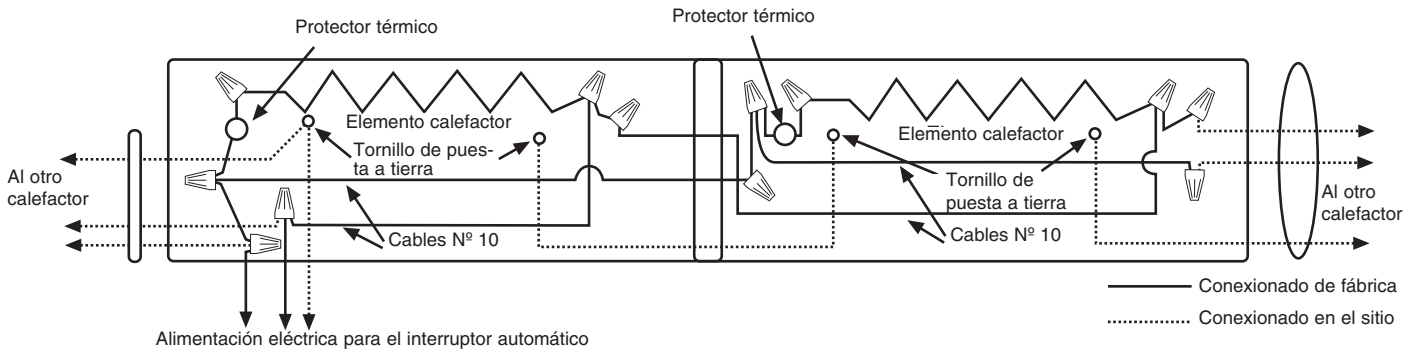

Fig. 7
9. Haga las conexiones eléctricas de acuerdo con el diagrama de conexionado que está sujeto al calefactor. Para conectar los otros calefactores en paralelo, consulte la Fig. 7. La puesta a tierra de los otros calefactores se logra conectando un puente de conexión (no suministrado) entre los dos calefactores adyacentes.
NOTA IMPORTANTE: estos calefactores se proveen con un límite de seguridad incorporado (protector térmico, vea la Fig. 7) para apagar automáticamente el calefactor si se lo bloquea o si se sobrecalienta de cualquier modo debido a una condición anormal. Los calefactores no deben hacer ciclos de apagado con este control de seguridad dentro del uso normal. Si esto ocurre, verifique la instalación del calefactor para asegurarse de que tenga los espacios libres adecuados y de que la circulación de aire alrededor del calefactor no se encuentre restringida. Si el calefactor continúa haciendo ciclos con este control de seguridad, interrumpa su uso hasta que lo pueda inspeccionar y/o reparar un electricista calificado.